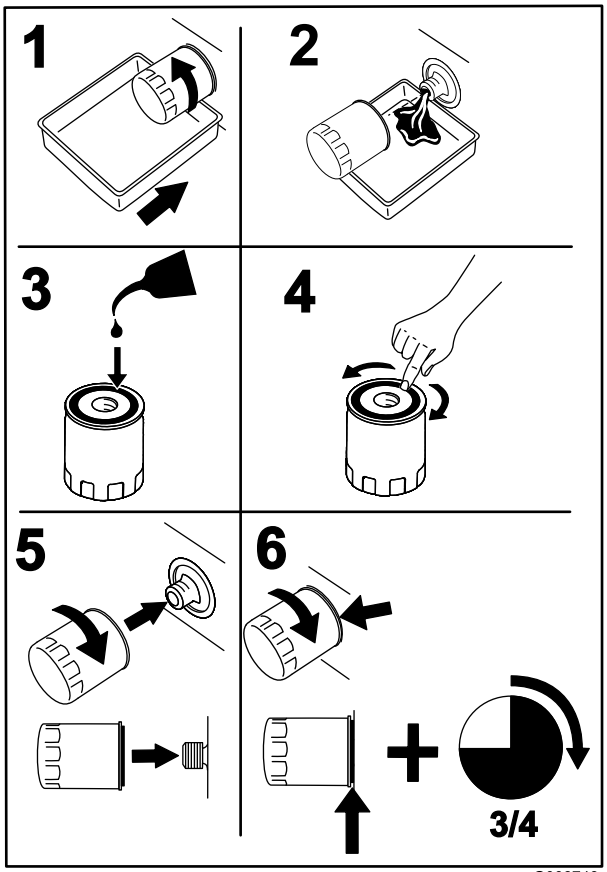

Figur 39
2. Skift motoroliefilteret (Figur 39).